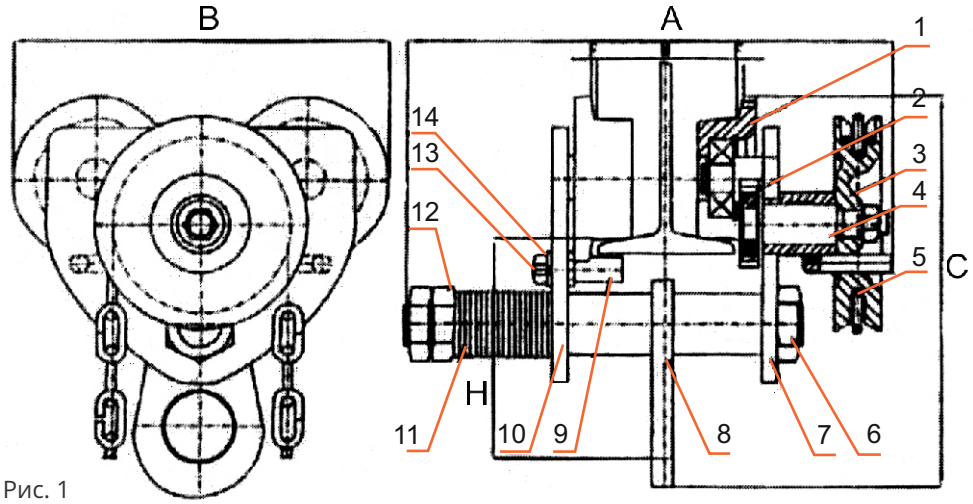

Рис. 1
4.1. При монтаже тележки количество регулировочных шайб с внутренней и внешней стороны пластины должно быть одинаковым. С целью правильной установки внешнего зазора между колесным фланцем и двутавровой балкой количество регулировочных шайб с внутренней стороны пластины в случае необходимости может быть увеличено или уменьшено на единицу (см. рис. 1).
3.1. Тележка с приводом (см. рис. 1) состоит из левой пластины (10), правой пластины (7), подвесного штифта (6), подвесной пластины (8), ручного колеса (3), вала (4) и т.п.